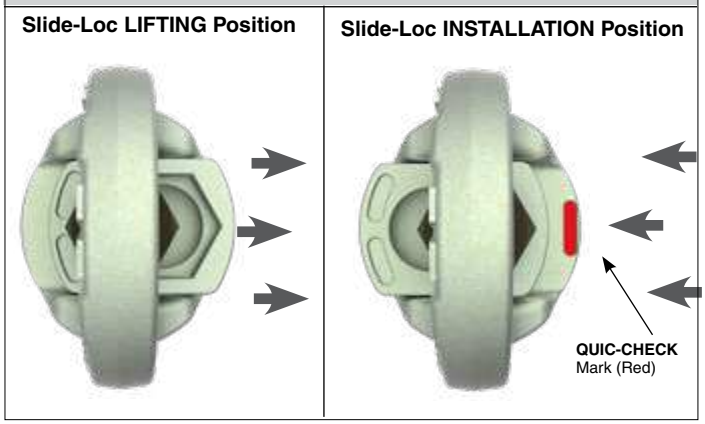

Figure 1 **Figure 2**
- **To check,** look for indented surface (red) on bail. A visible **QUIC-CHECK** mark (Figure 2) means the slide lock and bolt are engaged for installation. When Lifitng Point is properly installed, move slide lock to lifting position (Figure 1).
- Before applying any load, ensure that the slide lock has been moved back into the lifting position and that the bail is free to rotate (Figure 1).